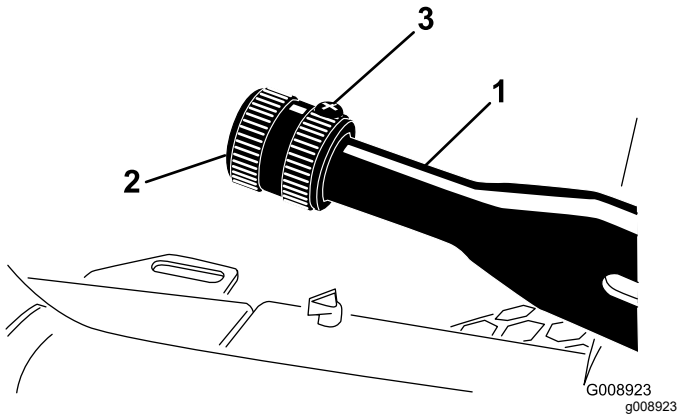

**Figure 62**
2. Desserrez la vis de fixation du pommeau sur le levier du frein de stationnement (Figure 62).